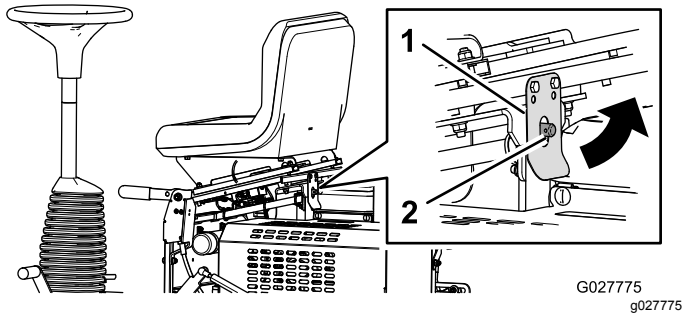

Figur 19
2. Træk sædelåsen tilbage, og vip sædet frem (Figur 19).